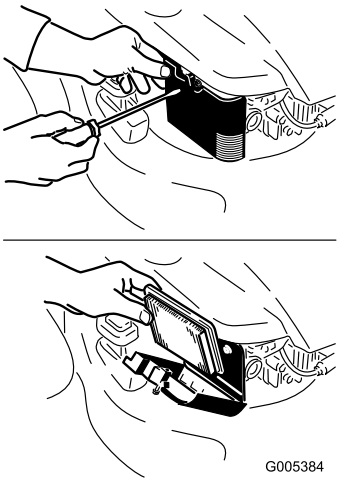

**Figur 22**
2. Åbn luftfilterdækslet, og fjern det gamle luftfilter (Figur 22).